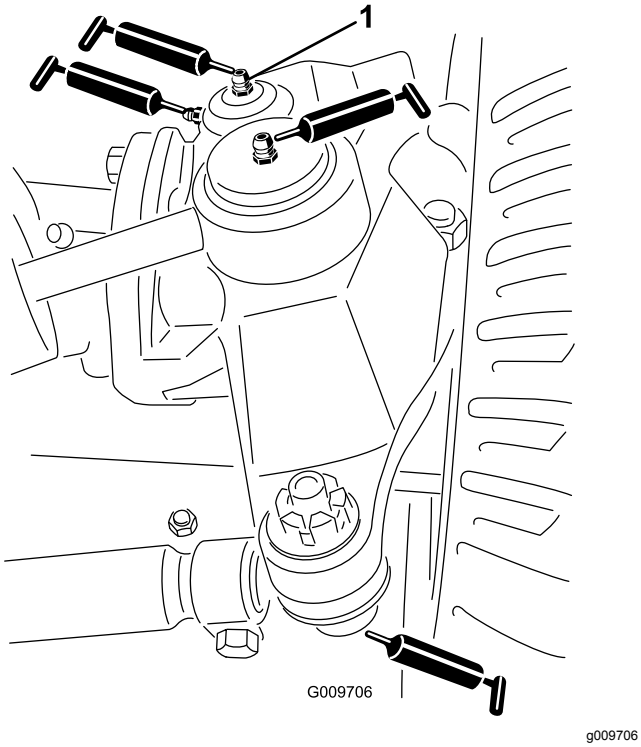

**Figur 45**
- Styretøjscylinderens kugleled (2) (Figur 45)
- Forbindelsesstangens kugleled (2) (Figur 45)
- Styreboltsbøsninger (2) (Figur 45). **Den øverste fitting på styrebolten bør kun smøres en gang om året (2 pumpeslag).**